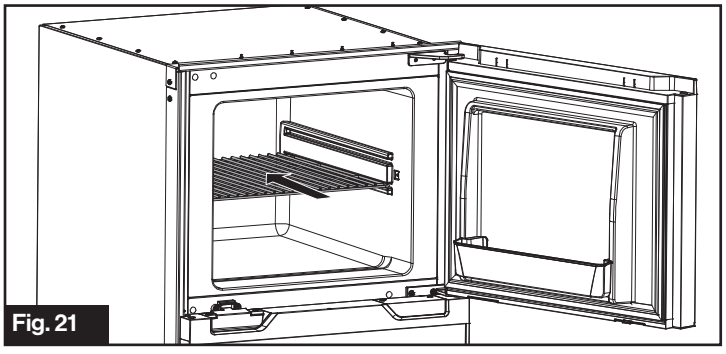

Fig. 21
5. Deslice la bandeja hacia adentro a su posición deseada y fíjela con los tornillos. (Fig. 21)